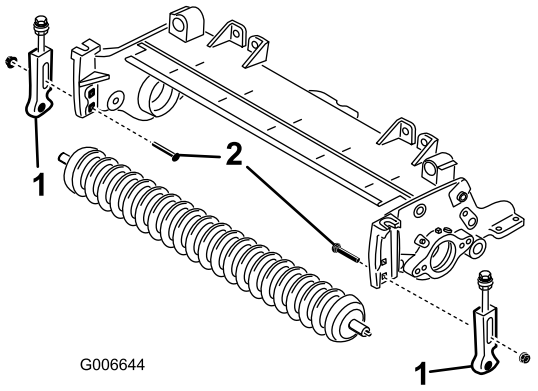

Figure 19
12. Retirez les boulons de carrosserie et les écrous qui fixent les supports de hauteur de coupe aux plaques latérales du plateau de coupe (Figure 19).
13. Desserrez les vis et contre-écrous qui fixent les supports de hauteur de coupe à l'arbre du rouleau avant (Figure 19).
14. Retirez les supports de hauteur de coupe et le rouleau avant des plaques latérales du plateau de coupe (Figure 19).